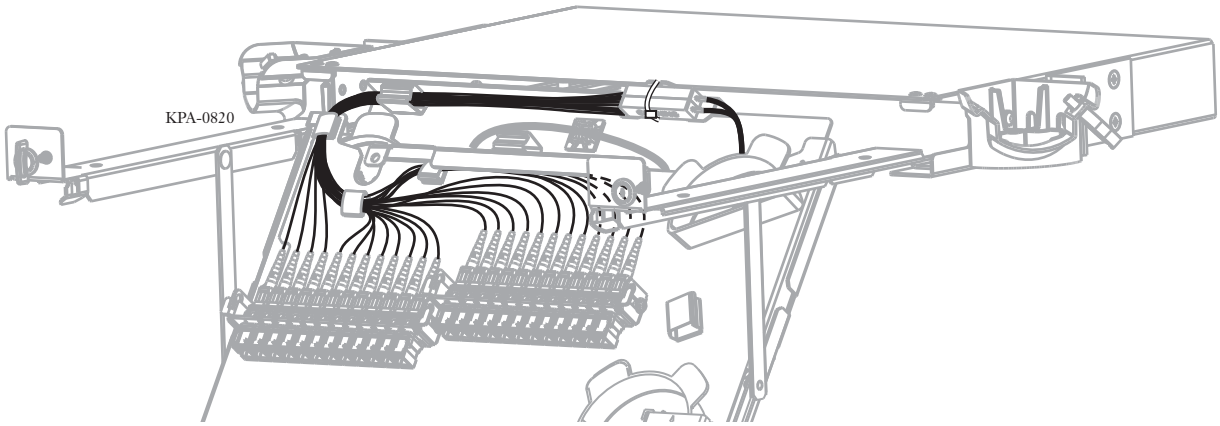

Figure 5 — Completed Installation of IFC Connectors
Step 6: Continue installing connectors from right to left, going from longest to shortest lengths (adapter 1). Secure the pigtails in the clips as necessary, avoiding pulling on the pigtails. A typical installation is shown in Figure 5.
Step 1: Remove connector from the rear of the adapter (Figure 5), insert connector into attenuator, then insert attenuator into the adapter.